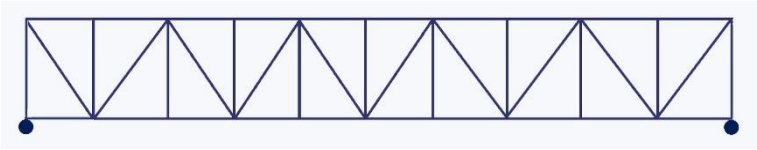

Fig. 11a : le projet de pont de 1941
c. Et enfin il y a ce pont dont des plans *Baume et Marpent* sont disponibles également au SPW[8], datés de mi-1941. Ils portent l'intitulé « *PONT-RAILS SUR LA LIGNE BUVRINES A LOBBES* ». On dispose également de sa note de calcul[1], datée du 25 février 1941. Il s'agit d'un pont à poutres de rive en treillis de type Warren avec montants, semblable à celui construit en 1949. Il est cependant impossible de le confondre avec ce pont de 1949, dont les plans datent donc de 1946 et dont les poutres sont aussi du type Warren avec montants. En effet de nombreuses dimensions sont légèrement différentes, mais surtout il existe une différence de taille, qui doit sauter aux yeux à l'analyse des figures 11a et 11b.